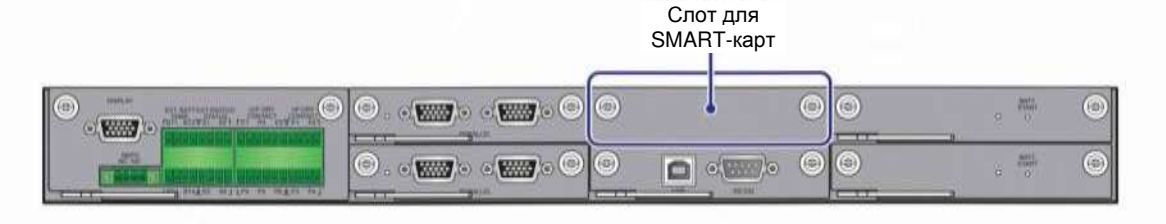

Рисунок 4-13: Расположение слота для SMART-карт
1. В слот можно вставить релейную карту ввода/вывода (опция) для расширения функций сухих контактов, см. ***Рисунок 4-13.*** Для соответствующей информации по инсталляции и применению, обратитесь в службу технической поддержки Delta.